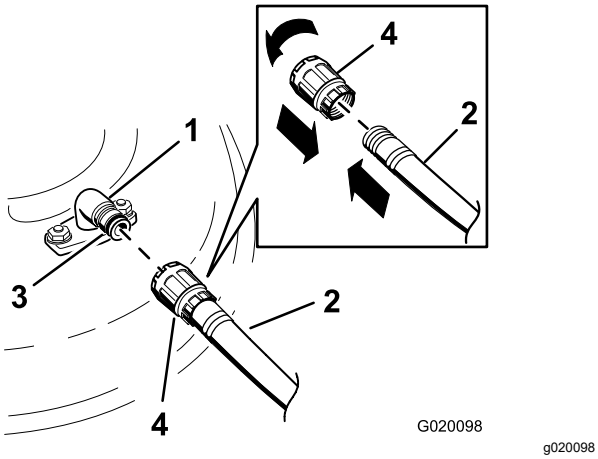

Figur 75
3. Fest slangekuplingen til enden av klippeenhetens vanninntaksnippel, og skru på vannet (Figur 75).